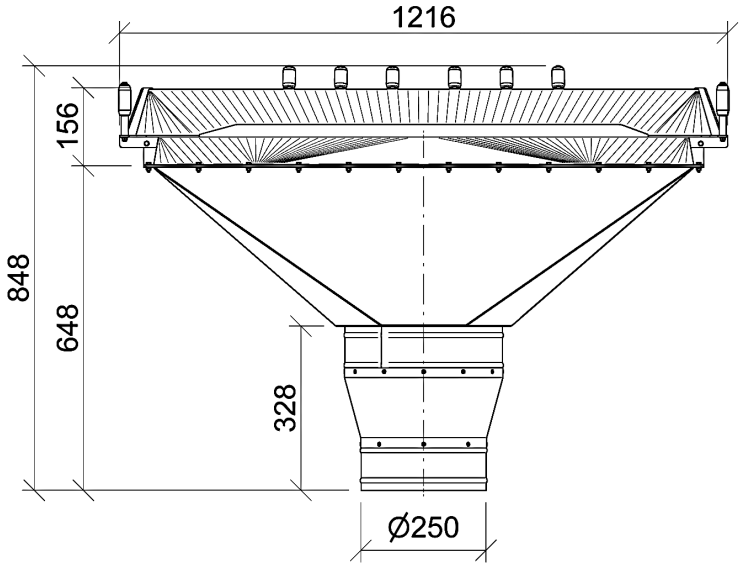
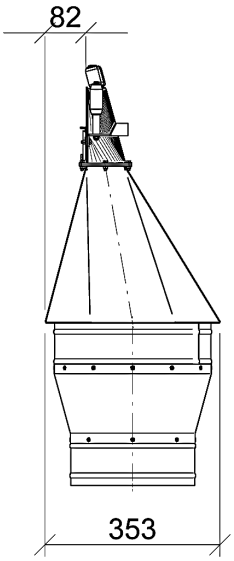
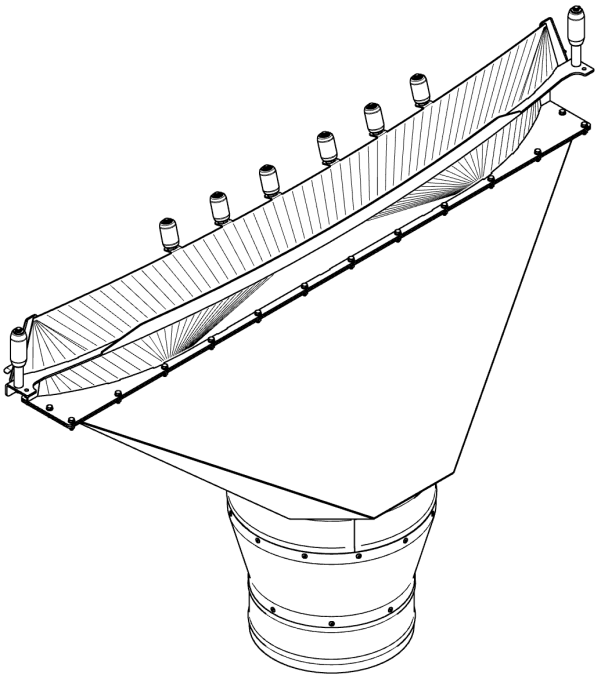
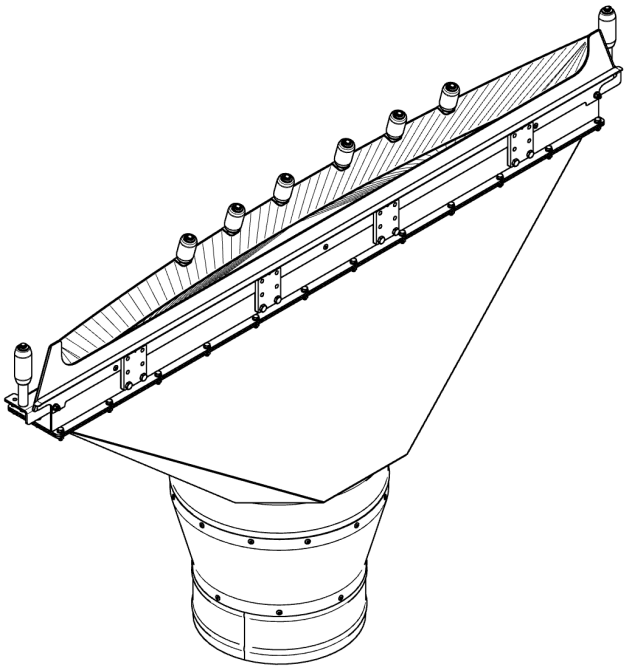

Rysunek 5
Rysunek 6
Rysunek 7
Rysunek 8
- **OP-250** (Rysunek 5, Rysunek 6, Rysunek 7, Rysunek 8) z króćcem Ø250 mm oraz